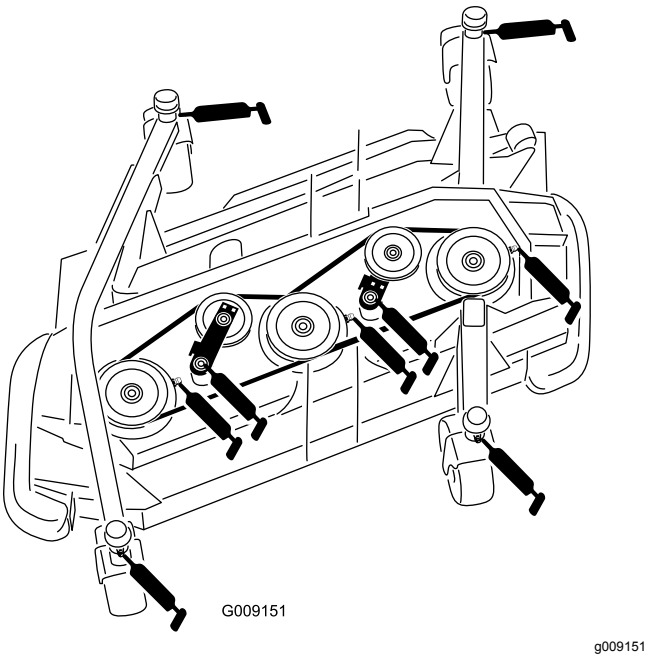

Figur 91
- 4 bussningar för hjulgaffelaxeln (Figur 91)
- 3 lager för spindelaxeln (på spindelhuset) enligt Figur 91
- 2 vridfästesbussningar för mellandrevsarmen (på mellandrevets svängtappsaxel) enligt Figur 91